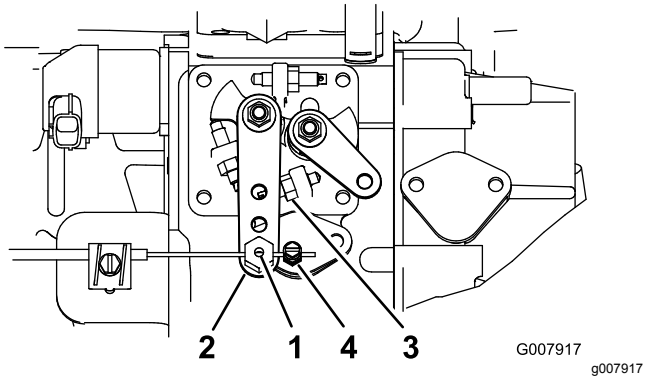

Figur 50
2. Lossa gasvajerns kontaktdon, på gasvajern bredvid insprutningspumpens spak (Figur 50).
3. Håll insprutningspumpens reglagearm mot det höga tomgångsstoppet (Figur 50).